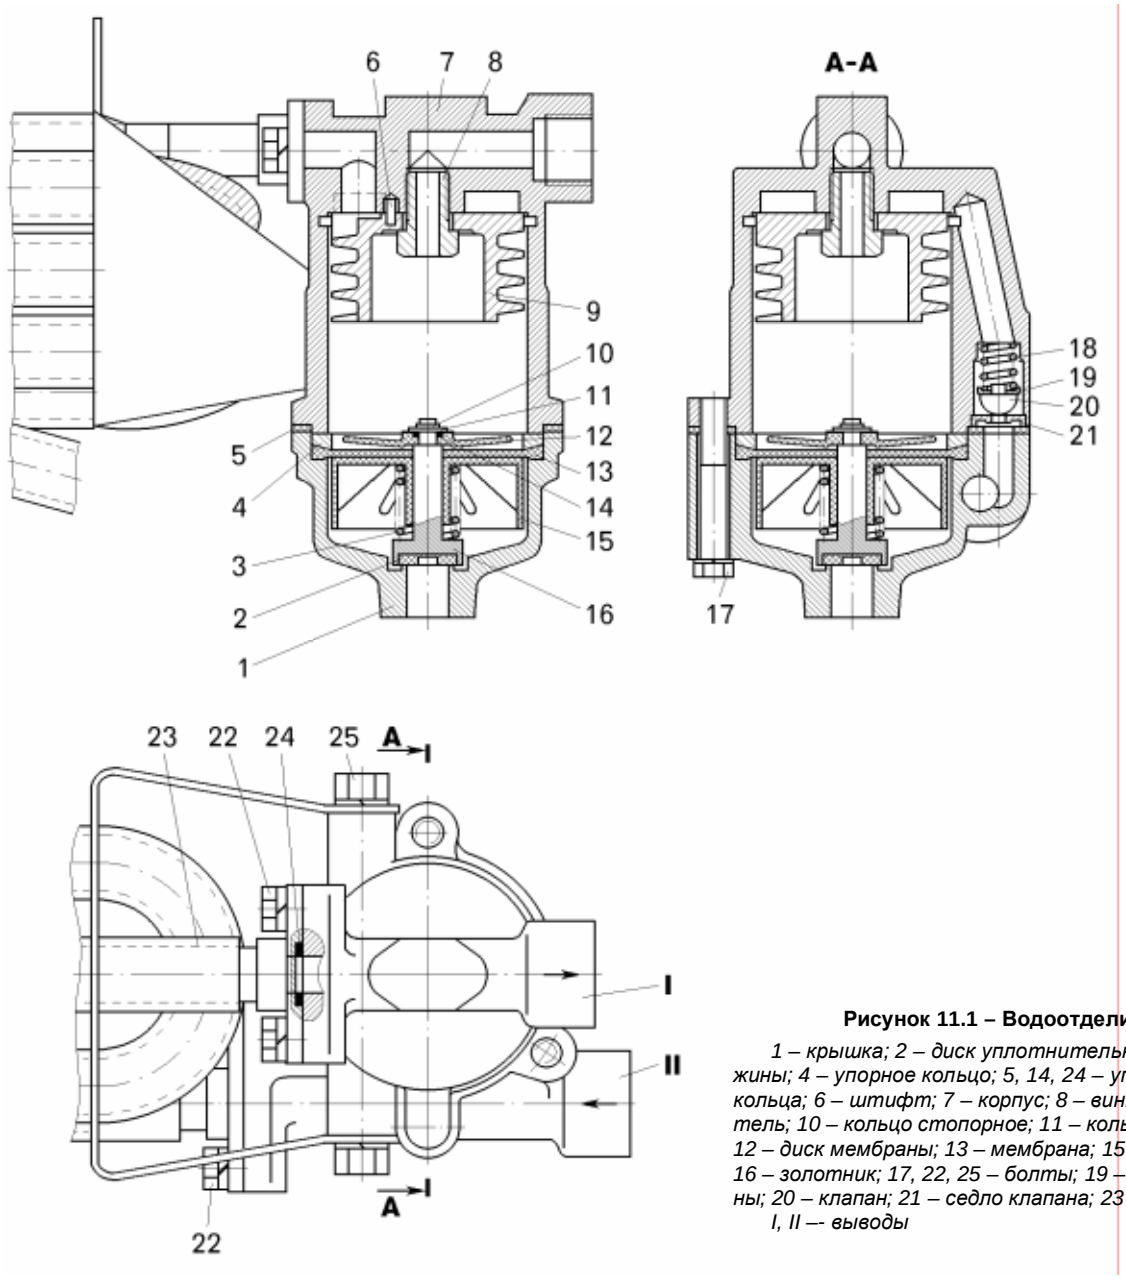

Рисунок 11.1 – Водоотделитель:
– отвернуть болты 22, 25 (рисунок 11.1) и отсоединить охладитель 23 от корпуса 7, крышки 1 и извлечь из канавок фланцев охладителя уплотнительные кольца 24;